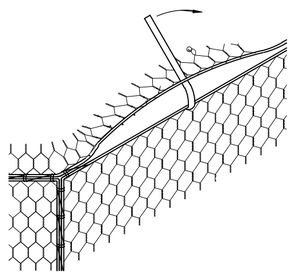

FIGURE 12
6. STRETCH THE LIDS TIGHTLY OVER THE FILLING USING A CROWBAR. SECURE THE CORNERS FIRST, BY MEANS OF THE THICK SELVEDGE WIRE PROTRUDING FROM THE LID CORNERS, TO ENSURE THAT THERE IS ENOUGH MESH TO COVER THE WHOLE AREA. SOME FILLING MAY HAVE TO BE REMOVED FROM THE TOP OF THE GABION BOX TO PREVENT THE LID FROM OVERSTRAINING, THEN SECURELY WIRE IT TO THE TOPS OF THE SIDES. ENDS AND DIAPHRAGMS, USING THE ALTERNATE SINGLE AND DOUBLE LOOPS (FIGURE 12). TIGHTNESS OF MESH, WELL PACKED FILLING AND SECURE LACING IS ESSENTIAL IN ALL STRUCTURES.